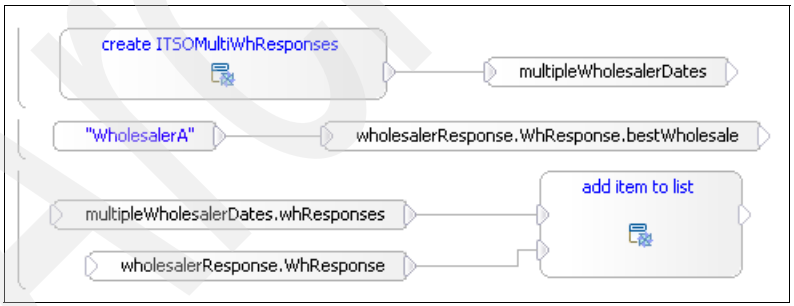

Figure 10-44 Store Date from Wholesaler A in Responses List snippet activity
1. Refer to Figure 10-44 to create the snippet activity *Store Date from Wholesaler A in Responses List*. You may find the following hints to be useful: